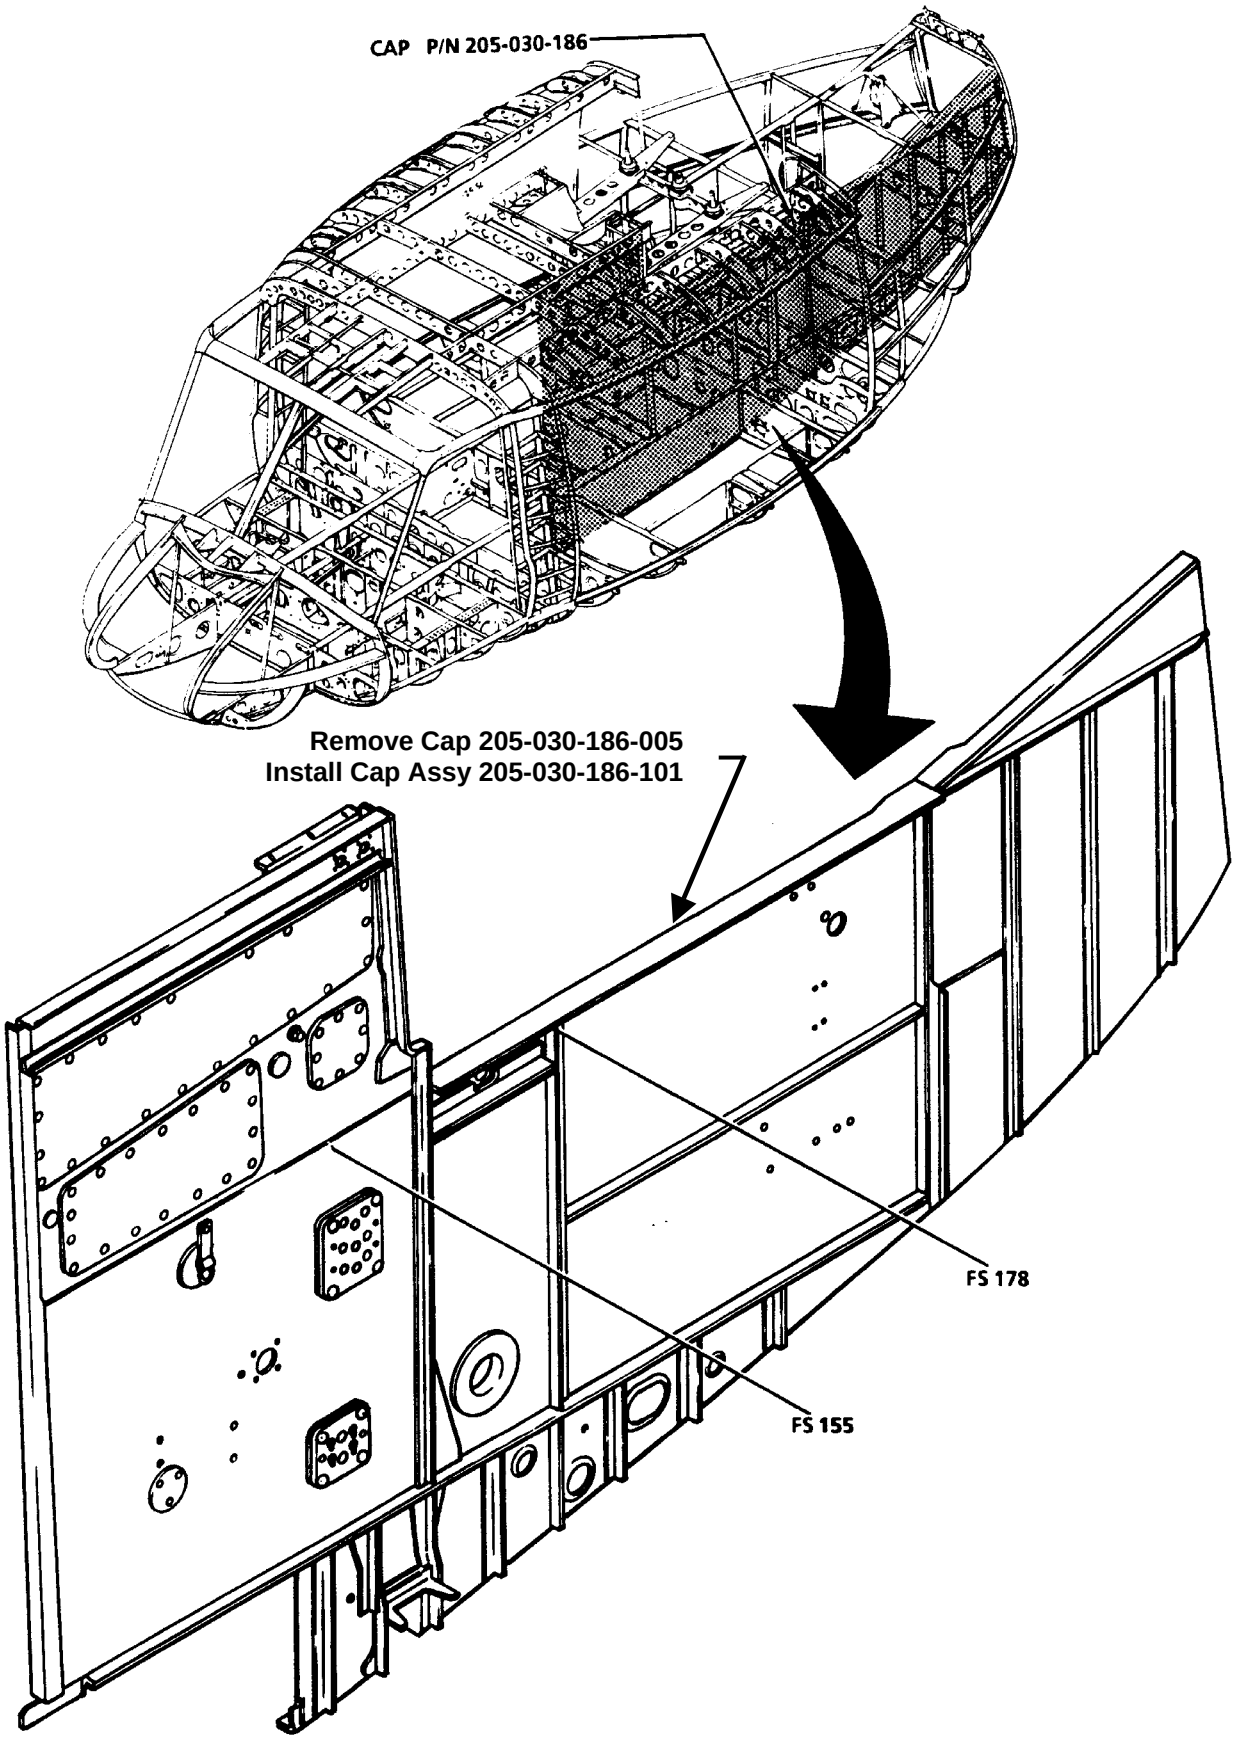

FIGURE 1
1. Remove components as necessary to gain access to main beam cap, between fuselage stations 164 and 168, particularly the inboard flanges inside the main fuel tank cavity, following procedures outlined in Maintenance Manual. See Figure 1.